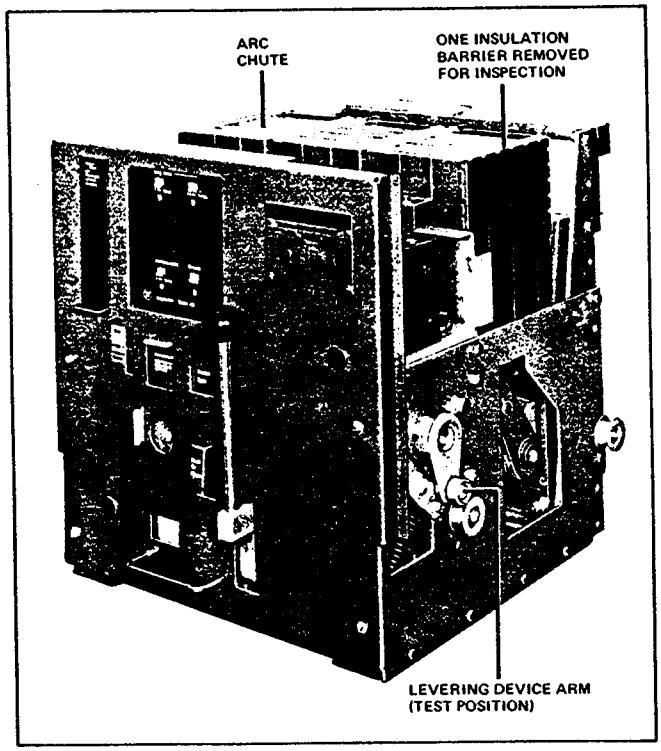
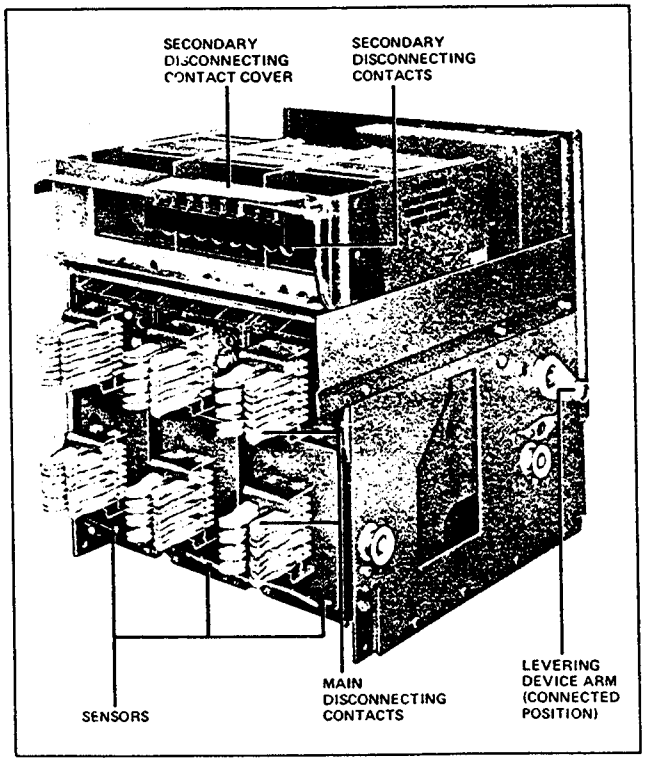

Fig. 7 *Right Side Showing Levering Device Arm in TEST Position (391068)*
Fig. 8 *Rear View Showing Levering Device Arm in CONNECT Position (391067)*
3. The TEST position, Figure 7.
4. The CONNECT position, Figure 8.
Continued rotation of the crank in the clockwise direction moves the arms downward to the vertical position, and the indicator will show "TEST" as in Figure 7. The shutter will rise.
Further clockwise rotation of the crank handle rotates the arms to the CONNECT position. This is about 65 degrees from the test position, as shown in Figure 8. When this position is reached, the crank suddenly becomes hard to turn. At this point, stop turning the crank, as the worm shaft bottoms in the tapped hole of the stop nut.
2. The levering arms are in either the TEST position, as in Figure 7 or in the CONNECT position, Figure 8.